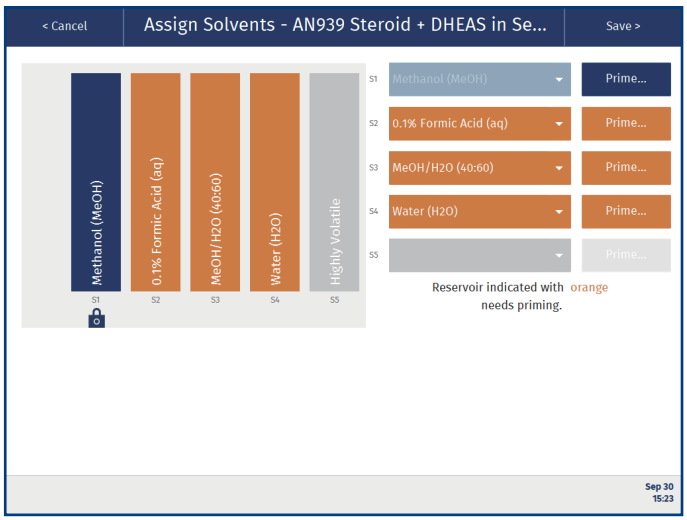

图 52. 橙色溶剂槽需要预填充。灰色溶剂槽为空或在此运行中未使用。在本例中，甲醇锁定到 S1，无法移动。
19. 在 **Prepare Run** 视图 (位置 **5**) 中按溶剂槽的图标，确保在 **Assign Solvents** 视图中正确分配溶剂瓶 (S1-S5) (图 52) 。如有必要，使用下拉列表进行更改。
20. 如果 **Assign Solvents** 视图中的溶剂槽为橙色 (请参阅图 52) ，请预填充溶剂入口管路: